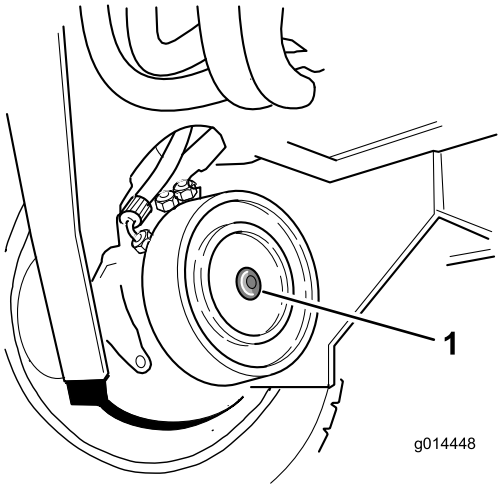

Figur 51
2. Lokalisera den högra framhjulmotorns skivbromsenhet och ta bort sexkantspluggen (Figur 51).